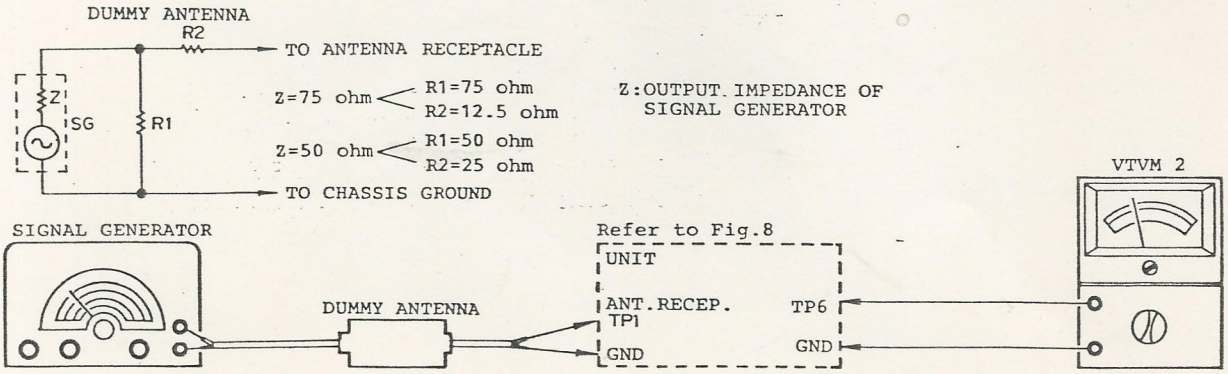

Fig. 16
(1) Connections Refer to Fig. 16